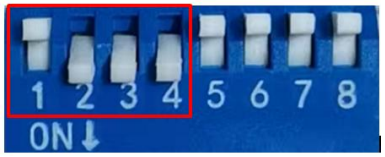

图 6.14 外部 PWM 闭环拨码开关设置
- 将拨码开关设置为 SW4=ON（选择闭环运行模式），SW1=OFF，SW2= ON，SW3= ON（选择外部 PWM 控制方式），如图 6.14。